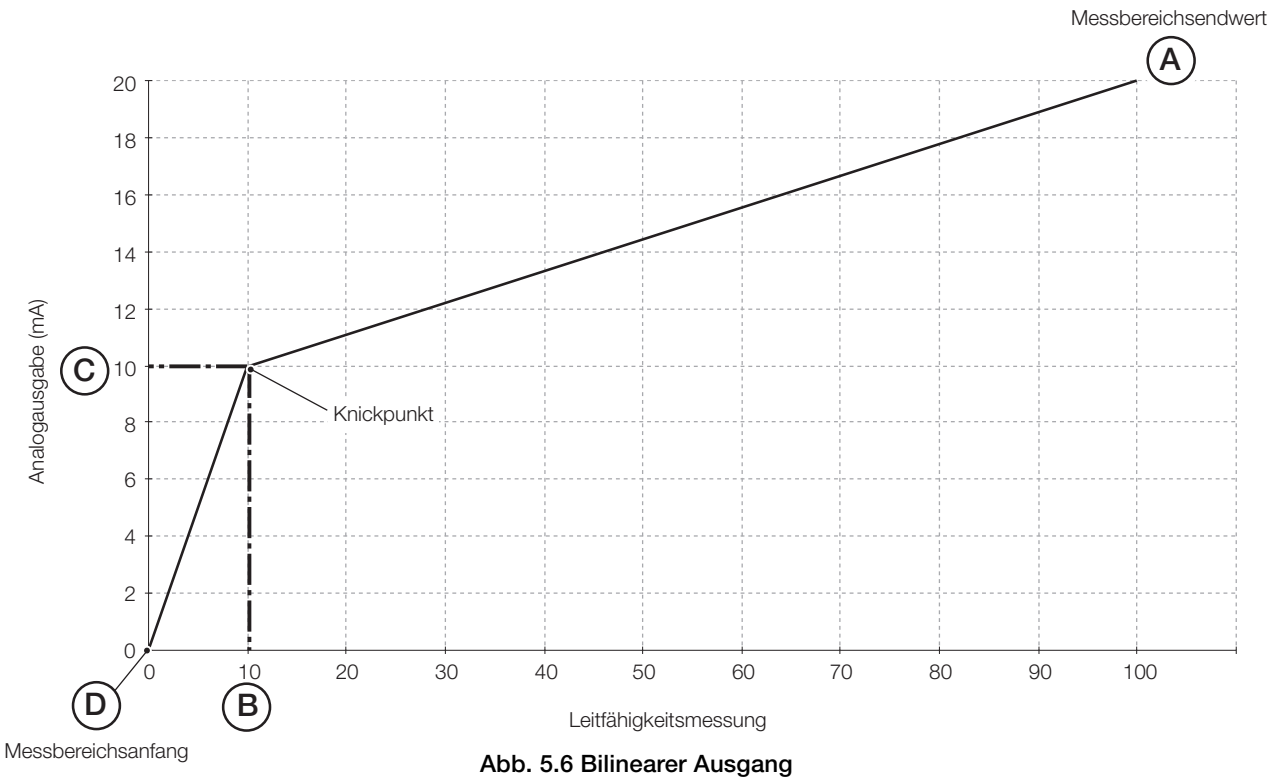

Abb. 5.6 Bilinearer Ausgang
`Bilin.` – Bilinear (siehe Abb. 5.6 auf seite 39)
Dies ist Punkt A in Abb. 5.6.
In der mittleren Anzeigezeile wird abwechselnd **uS/cm** und **Setzen** angezeigt. Stellen Sie mit den Tasten ▲ und ▼ den angezeigten Wert auf den erforderlichen Nullwert ein. Dies ist Punkt D in Abb. 5.6.
In der oberen Anzeigezeile wird abwechselnd **uS/cm** und **Setzen** angezeigt. Stellen Sie mit den Tasten ▲ und ▼ den angezeigten Wert auf den erforderlichen Leitfähigkeits-Knickpunktwert ein. Dies ist Punkt B in Abb. 5.6.
In der mittleren Anzeigezeile wird abwechselnd **mA** und **Setzen** angezeigt. Stellen Sie mit den Tasten ▲ und ▼ den angezeigten Wert auf den erforderlichen Strom-Knickpunktwert ein. Dies ist Punkt C in Abb. 5.6.
5.6.1 Bilinearer Ausgang (Abb. 5.6)